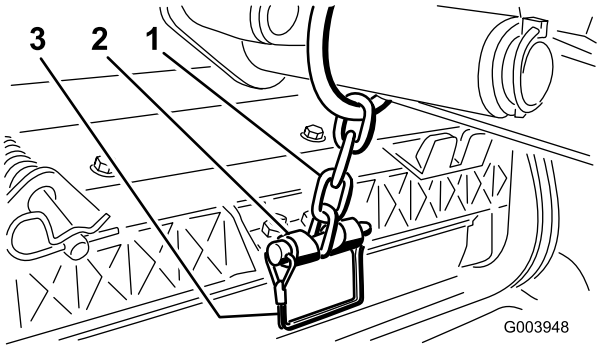

Figur 13
12. Fastgør løftearmskæden til kædebeslaget med låsestiften (Figur 13). Brug det antal kædeled, der er anført i *betjeningsvejledningen til klippeenheden*.